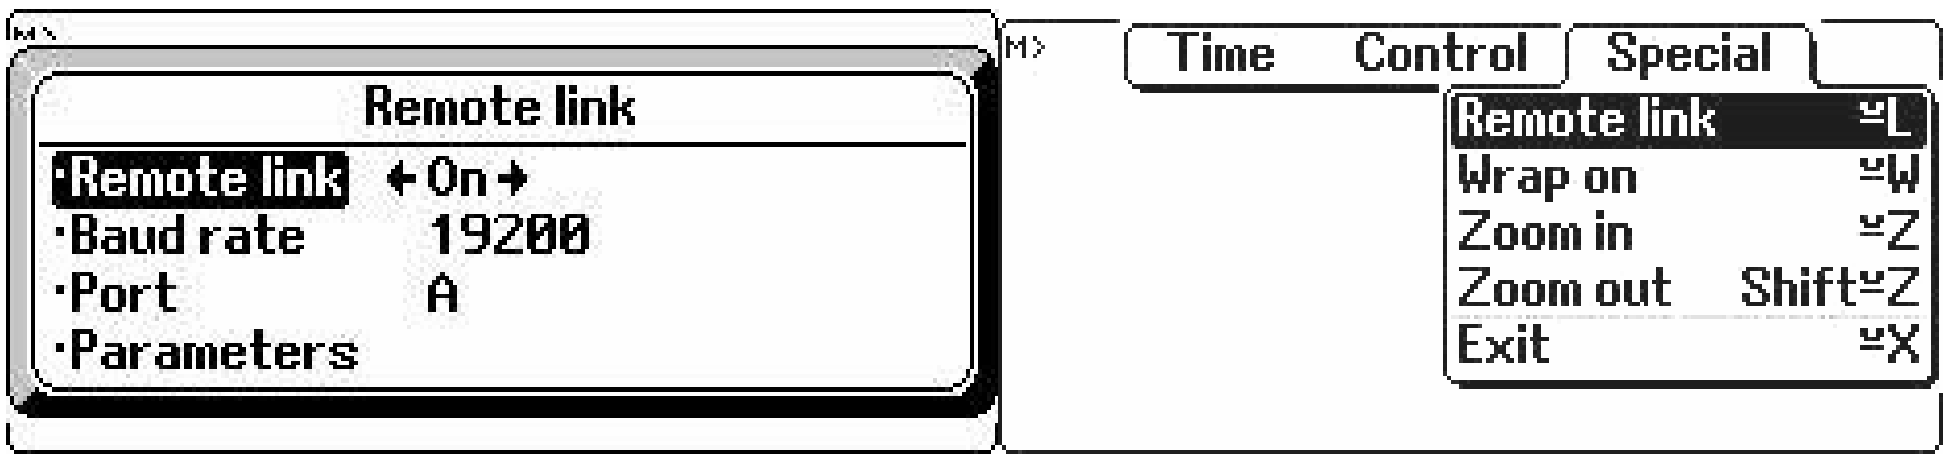

图 1-2
③将控制器处于命令交互状态下（即一般的 DOS 状态）。按 Menu 键出现界面。如图 1-2 图出现菜单 TIME，CONTROL，SPECIAL，选择 SPECIAL 菜单下的 REMOTO LINK 或直